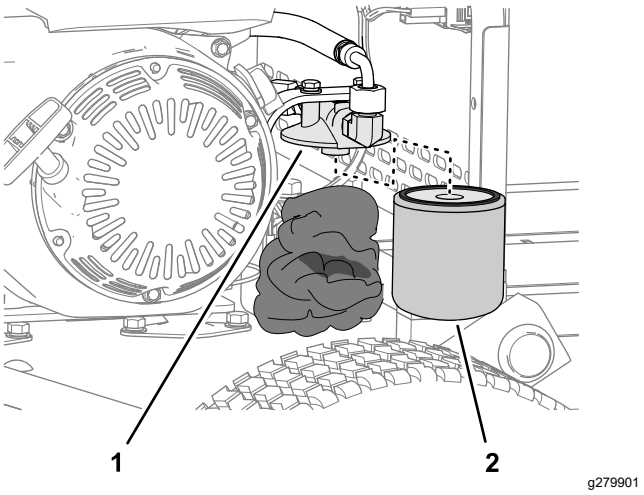

Figura 38
2. Accumulate stracci sotto il filtro idraulico (Figura 38).
3. Rimuovete con cautela il filtro idraulico (Figura 38).
5. Montate il filtro sulla testa del filtro manualmente (Figura 38) fino a quando la guarnizione non è a contatto con la testa del filtro, quindi serrate il filtro di altri 3/4 di giro.